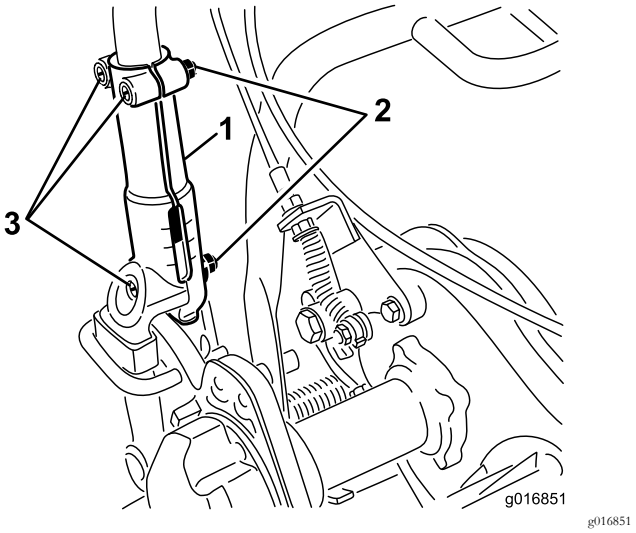

Rysunek 31
1. Poluzuj 3 śruby wózka i nakrętki mocujące każdą stronę uchwytu w obejmach uchwytu (Rysunek 31).